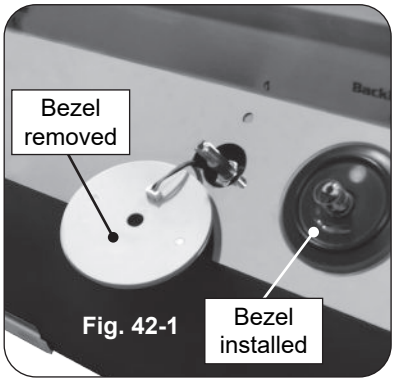

Fig. 42-1
4. Slowly lift the lighted bezels to clear the valve stems, and let rest as shown in Fig. 42-1.